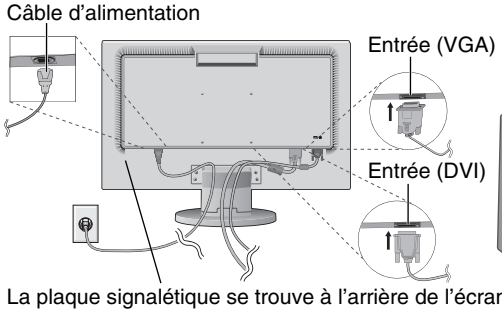

Figure B.1
3. Branchez le mini-connecteur D-SUB à 15 broches du câble vidéo et le câble audio au connecteur approprié à l'arrière du moniteur (**Figure B.1**).